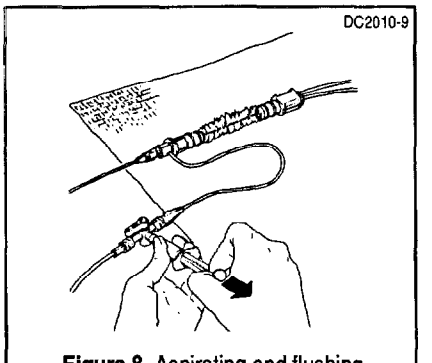

Figure 8. Aspirating and flushing of T-B adapter and RV lumen
9. Using a 3-way Luer-Lock stopcock, connect the side port of the T-B adapter to a continuous saline flush device. Using the 5 ml syringe provided, aspirate any air from the sideport, then flush the lumen (Figure 8).